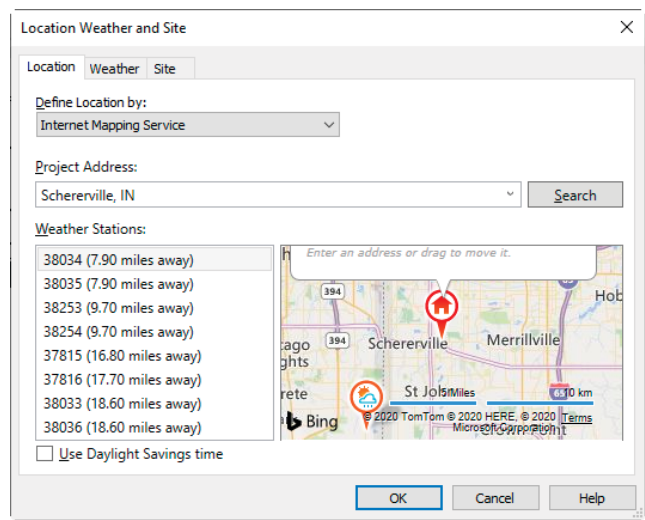

***Figure 2-32** The **Location Weather and Site** dialog box*
3. In the **Location** tab of the **Location Weather and Site** dialog box, enter **Schererville, IN** in the **Project Address** edit box and then choose the **Search** button; the **Bing Map** browser is displayed under the **Project Address** edit box showing the desired location in the map, as shown in Figure 2-32.